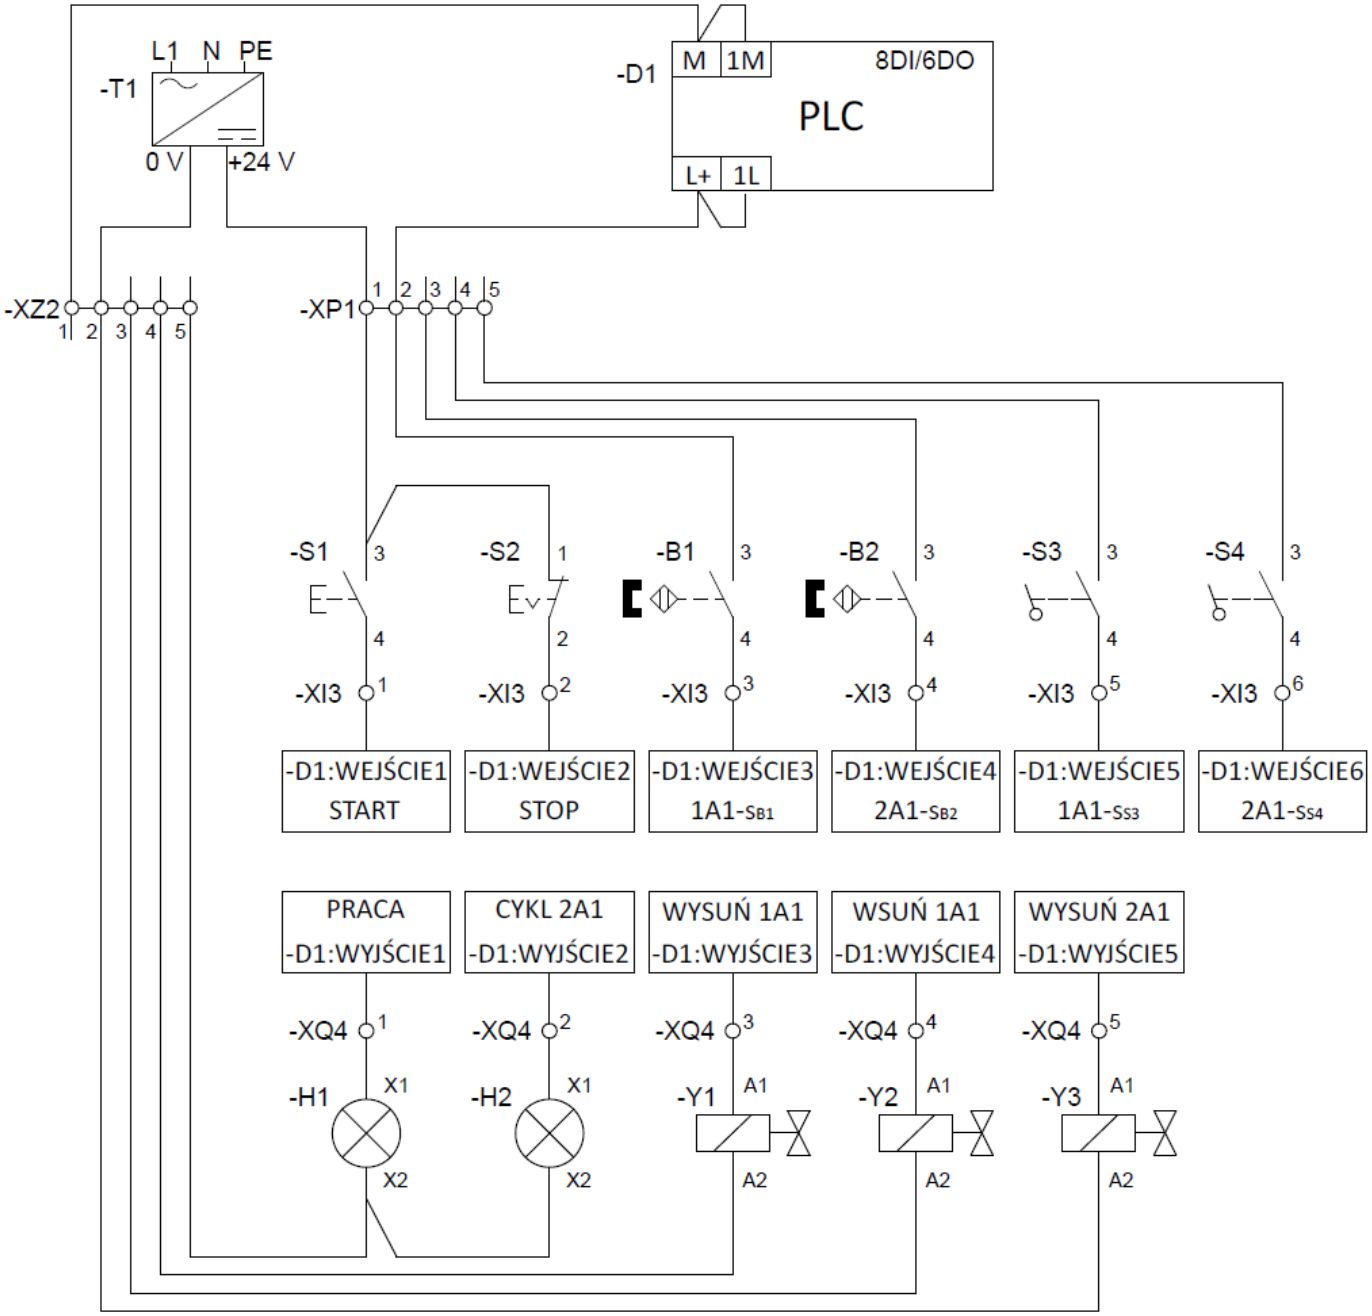

Rysunek 1. Schemat połączeń elektrycznych elementów napędu ze sterownikiem PLC
- schematu połączeń elektrycznych elementów napędu ze sterownikiem PLC (rysunek 1.),